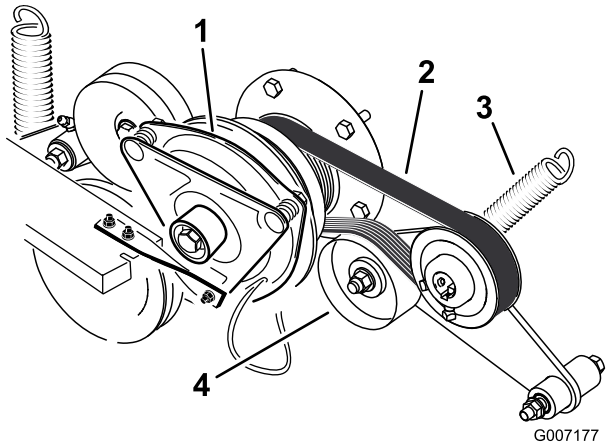

Figur 71
3. Tag fjederen af styrearmen (Figur 71).
4. Monter den nye rem omkring motorens og hydropumpens remskiver (Figur 71).
6. Monter fjederen på styrearmen (Figur 71).